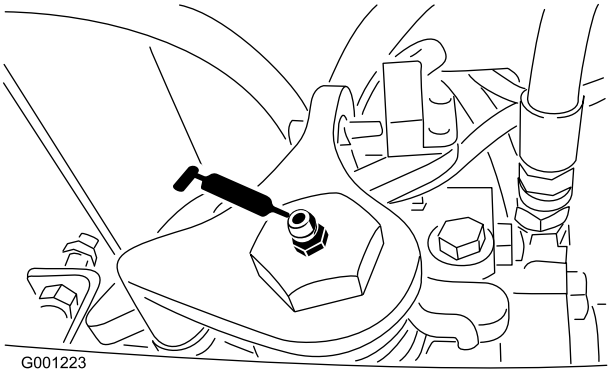

Figur 41
- Kraftoverføringsaksel, nøytral (Figur 41)